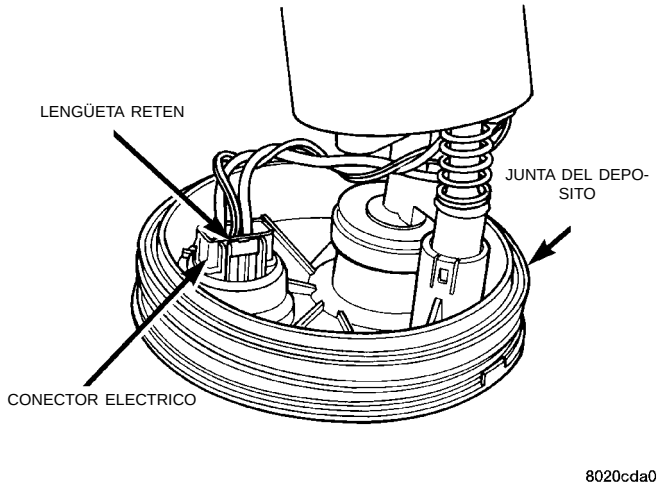

Fig. 22 Conector eléctrico de bomba de combustible/sensor de nivel
(1) Presione la lengüeta retén y retire el conector de bomba de combustible/sensor de nivel de la parte inferior del conector eléctrico del módulo de la bomba de combustible (Fig. 22).